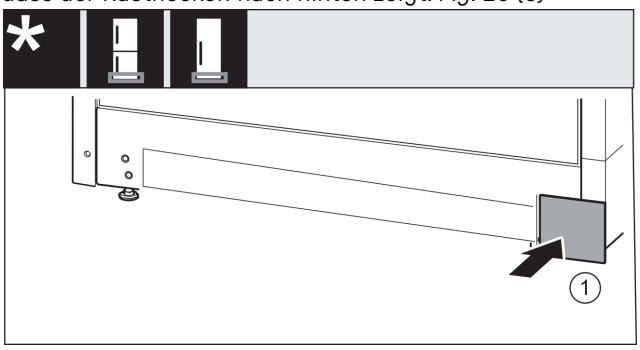

Fig. 21
- ▶ Abdeckung auf der anderen Seite wieder aufsetzen. *Fig. 21 (1)*